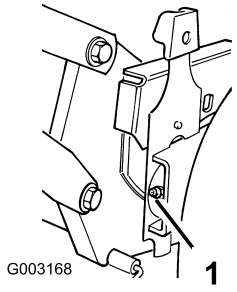

Figur 24
2. Torka av smörjnipplarna med en ren trasa (Figur 24).